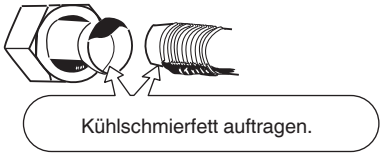

Abb. 5-4
(1) Vor der Verwendung der Leitungen diese mit einer Abdeckkappe oder wasserdichtem Klebeband versehen, damit kein Wasser oder Verschmutzung in die Leitungen gelangen kann.
(2) Vor dem Herstellen von Rohrleitungsanschlüssen unbedingt Kühlschmiermittel (Etheröl) auf das Innere der Überwurfmutter auftragen. Dies dient dazu, Gaslecks zu verhindern. (Abb. 5-4)